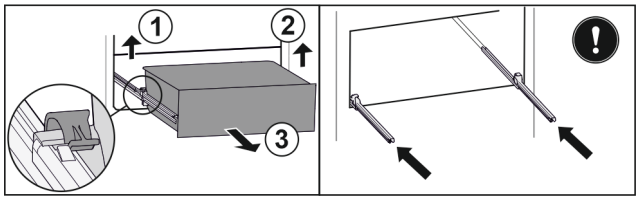

Fig. 187
▶ Soulever la bride gauche et tirer dans le même temps la partie gauche du tiroir vers l'avant. *Fig. 187 (1)*
▶ Soulever la bride droite et tirer dans le même temps la partie droite du tiroir vers l'avant. *Fig. 187 (2)*
▶ Retirer le tiroir par l'avant. *Fig. 187 (3)*